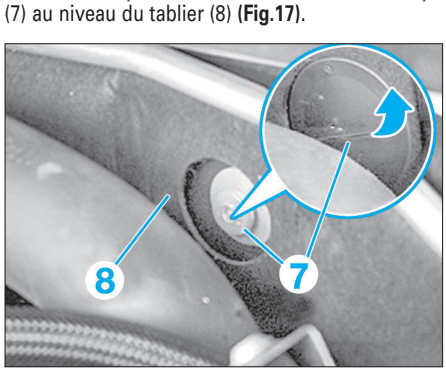

Fig. 17
• Dans le compartiment moteur, détacher la chape (7) au niveau du tablier (8) **(Fig.17)**.